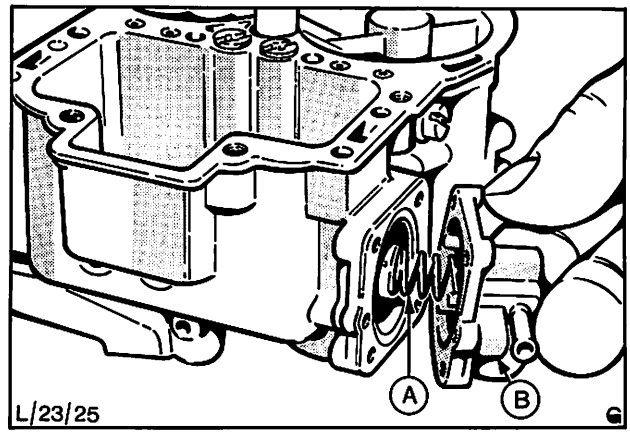

Abb. 64 Membran-Unterdruck (Einspritzvorrichtung) ausbauen
8. Deckel der Unterdruck-Einspritzvorrichtung entfernen, Deckel abnehmen, Membran und Membran-Rückdruckfeder herausnehmen, Abb. 64.